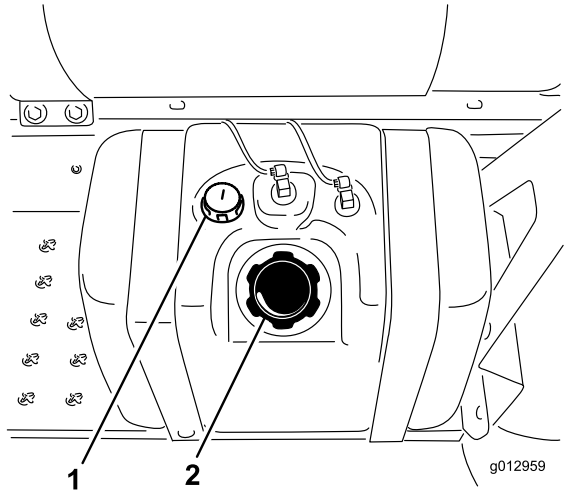

Figur 17
3. Rengjør området rundt der filteret skal festes (Figur 17).